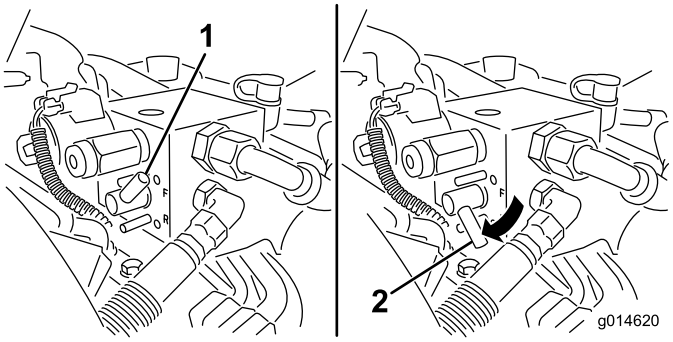

Figur 52
5. Drej baglapningsgrebet til tilbagepositionen (R) (Figur 52).